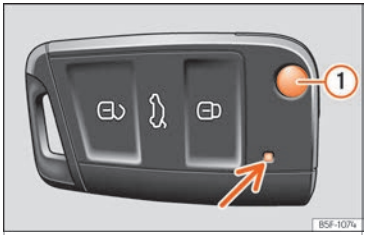
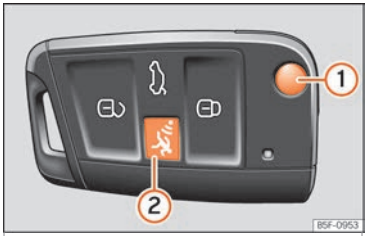

Fig. 117 Chiave del veicolo.
Fig. 118 Chiave del veicolo con pulsante di allarme.
Quando si preme brevemente un tasto della chiave del veicolo, la spia di controllo lampeggia **››› fig. 117** (freccia) una volta per breve tempo; se invece lo si mantiene premuto per un tempo prolungato, lampeggerà diverse volte, ad esempio, nell'apertura comfort.
Premendo il tasto (1) **››› fig. 117** o **››› fig. 118** si sblocca e si estrae la chiave.
- **Se in breve tempo si premono ripetutamente i tasti della chiave del veicolo ››› fig. 117 o ››› fig. 118 o uno dei tasti della chiusura centralizzata ››› pag. 127, quest'ultima si scollega brevemente onde evitare sovraccarichi. Il veicolo rimane quindi aperto. Bloccarlo se necessario.**